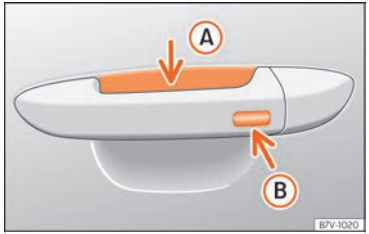

Fig. 52 Door handle: sensor surfaces.
››› Fig. 52
- Touch the sensor surface ››› Fig. 52 Ⓑ on the outside of the door handle. All turn signals flash once.
- Within 5 seconds, touch the sensor on the outside of the door handle once ››› Fig. 52 Ⓑ. Do not grip the handle while doing so. This temporarily deactivates the Keyless Access system.
To close all the electric windows and the sunroof using the **comfort function**, keep a finger for a few seconds on the locking sensor surface ››› Fig. 52 Ⓑ of the door handle until the windows and roof have closed.